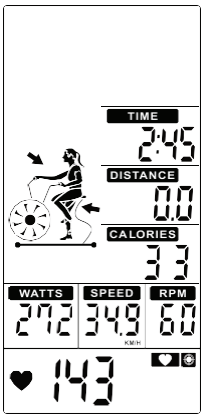

Figure 49
6. When Heart Rate goes between 65% - 85%, only ♥ will flash (Figure 49).